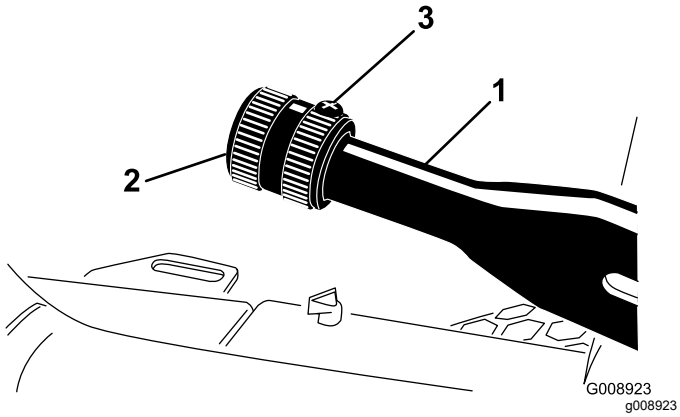

Figur 79
2. Løsn sætskruen, der fastgør skruen til parkeringsbremsehåndtaget (Figur 79).